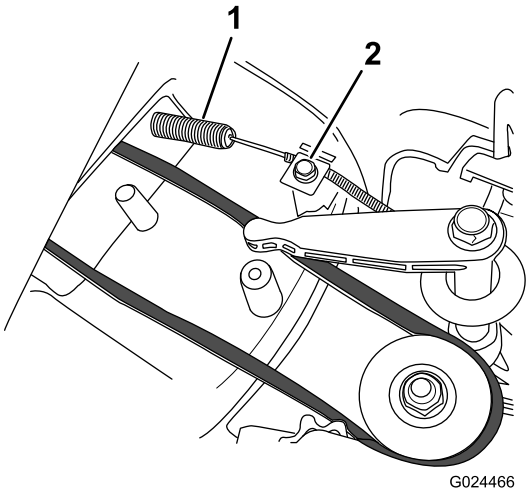

Figur 32
2. Montera den nya knivbromskabeln, men dra inte åt kabelklämman på klipparkåpan (Figur 32).